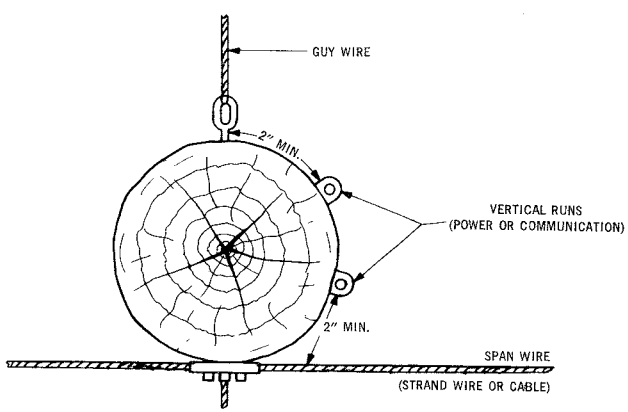

Fig. 2 — Minimum Separation Between Vertical Runs on Surface of Pole and Other Pole Attachments
4.01 Vertical runs attached to the surface of the pole shall be separated from span or guy wires by at least 2 inches (See Fig. 2). Vertical runs enclosed in a moulding of adequate electrical insulating and mechanical properties do not require separation other than that provided by the moulding, but the guy or span wire must not abrade the moulding.